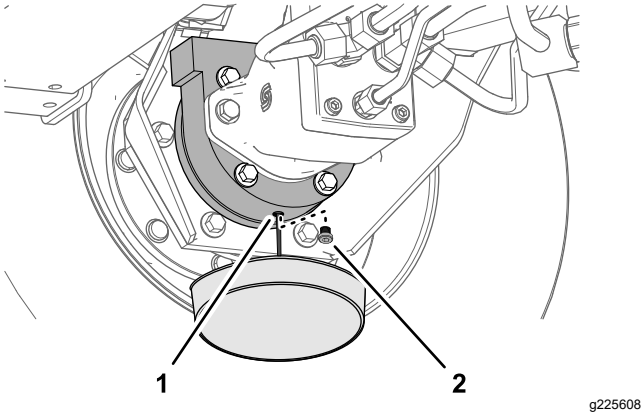

**Figur 103**
6. Plasser et tappefat under bremsehuset. Ta ut tappepluggen, og la all oljen renne ut (Figur 103).